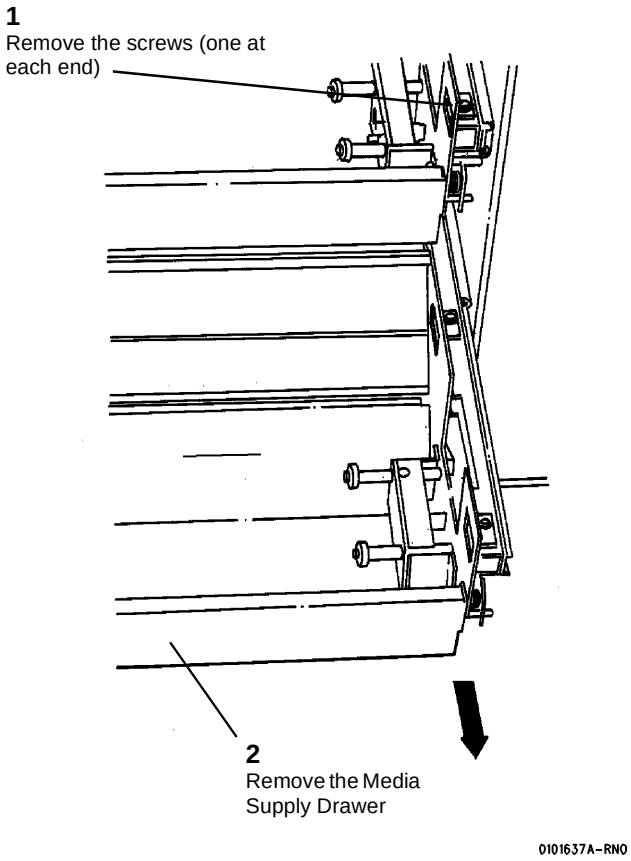

**Figure 2 Removing the Media Supply Drawer**
3. (Figure 2): Remove the Media Supply Drawer.